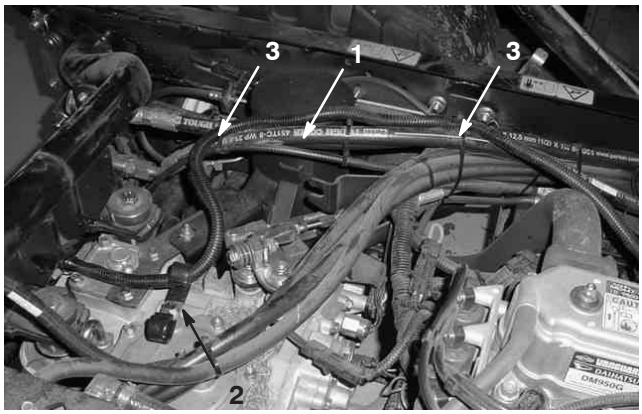

Figura 5
3. Fissate il cablaggio al veicolo trainante mediante ancoraggi metallici, nei punti illustrati nella figura 5.
5. Inserite il cablaggio nel fermaglio a J di sinistra, come illustrato nella figura 5.